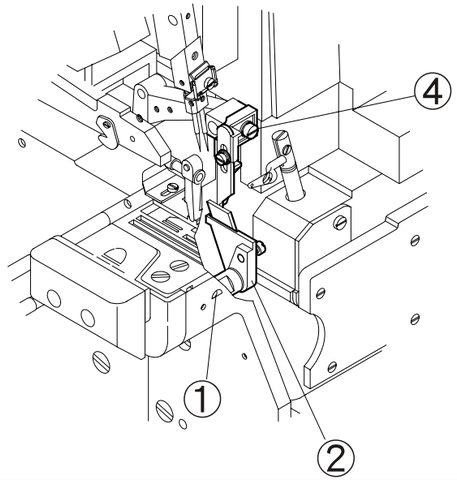

Fig. 2
3. Ajuste el ancho del dobladillo (Fig. 2)